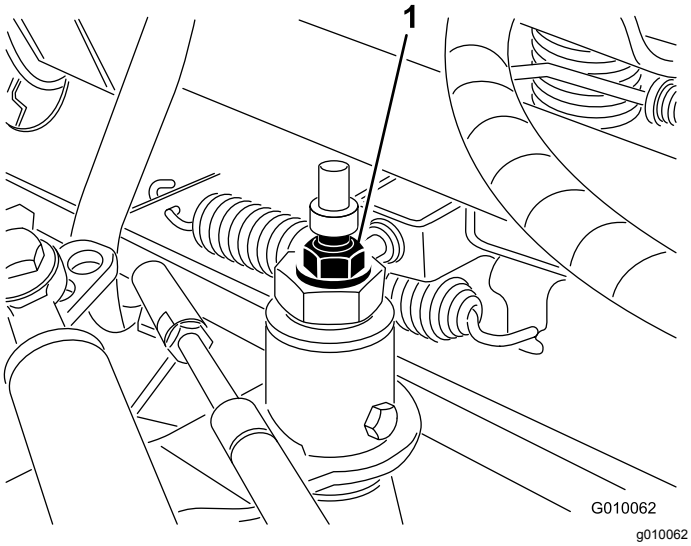

Figuur 55
3. Draai de borgmoer op de afstelnok van de tractie los (Figuur 55).